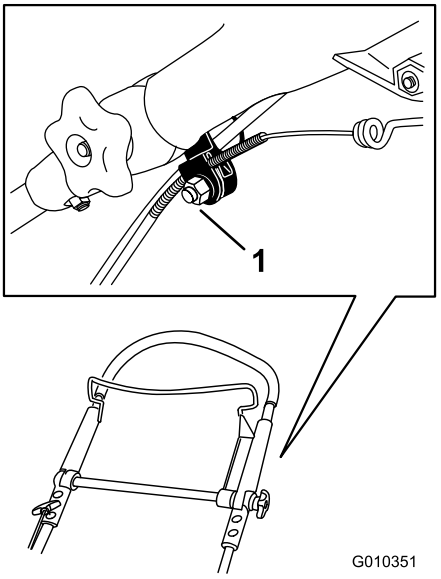

Figuur 35
1. Draai de moer op de kabelbevestiging los (Figuur 35).